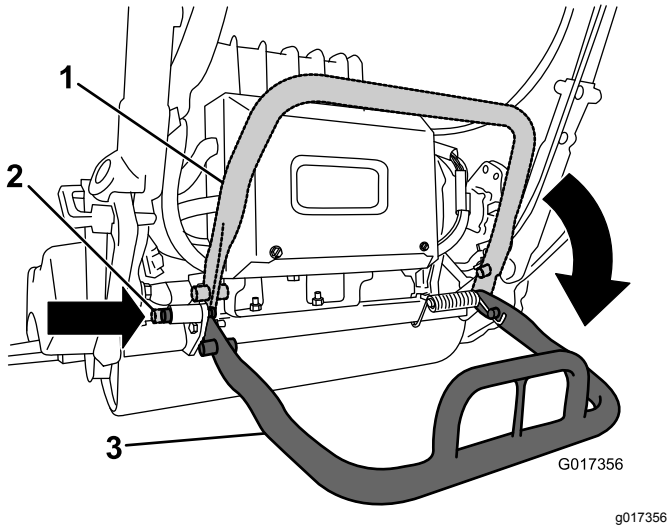

Figur 6
2. För stödet nedåt och tryck in låspinnen för att låsa stödet i SERVICELÄGET (Figur 6). Låt maskinen luta mot det fastlåsta stödet.